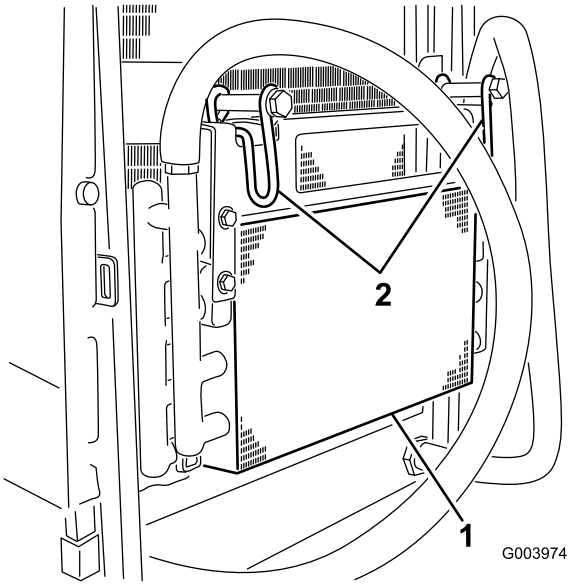

Figuur 62
5. Draai de vergrendelingen naar binnen om de oliekoeler los te maken (Figuur 62).